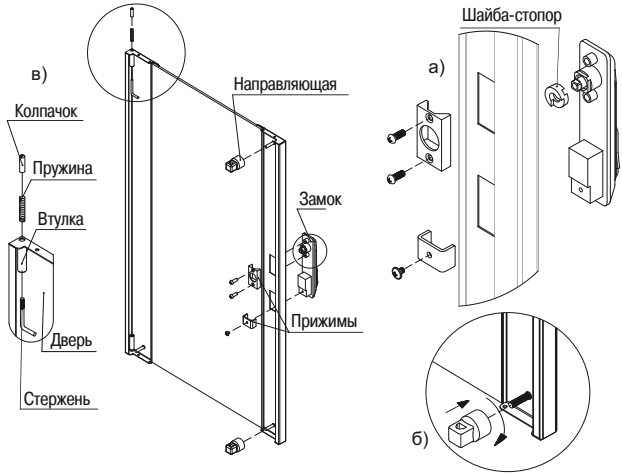

Рисунок 12 – Сборка дверей
3.4.1 Извлеките из второго места стеклянную или перфорированную дверь, в зависимости от комплектации. Вставьте замок в посадочные квадратные отверстия, закрепите замок прижимами (рисунок 12 а), направляющие наверните на шпильки (рисунок 12 б).
3.4.2 Для сборки петли сначала вставьте пружину во втулку, пропустите во втулку стержень и заверните колпачок (рисунок 12 в).